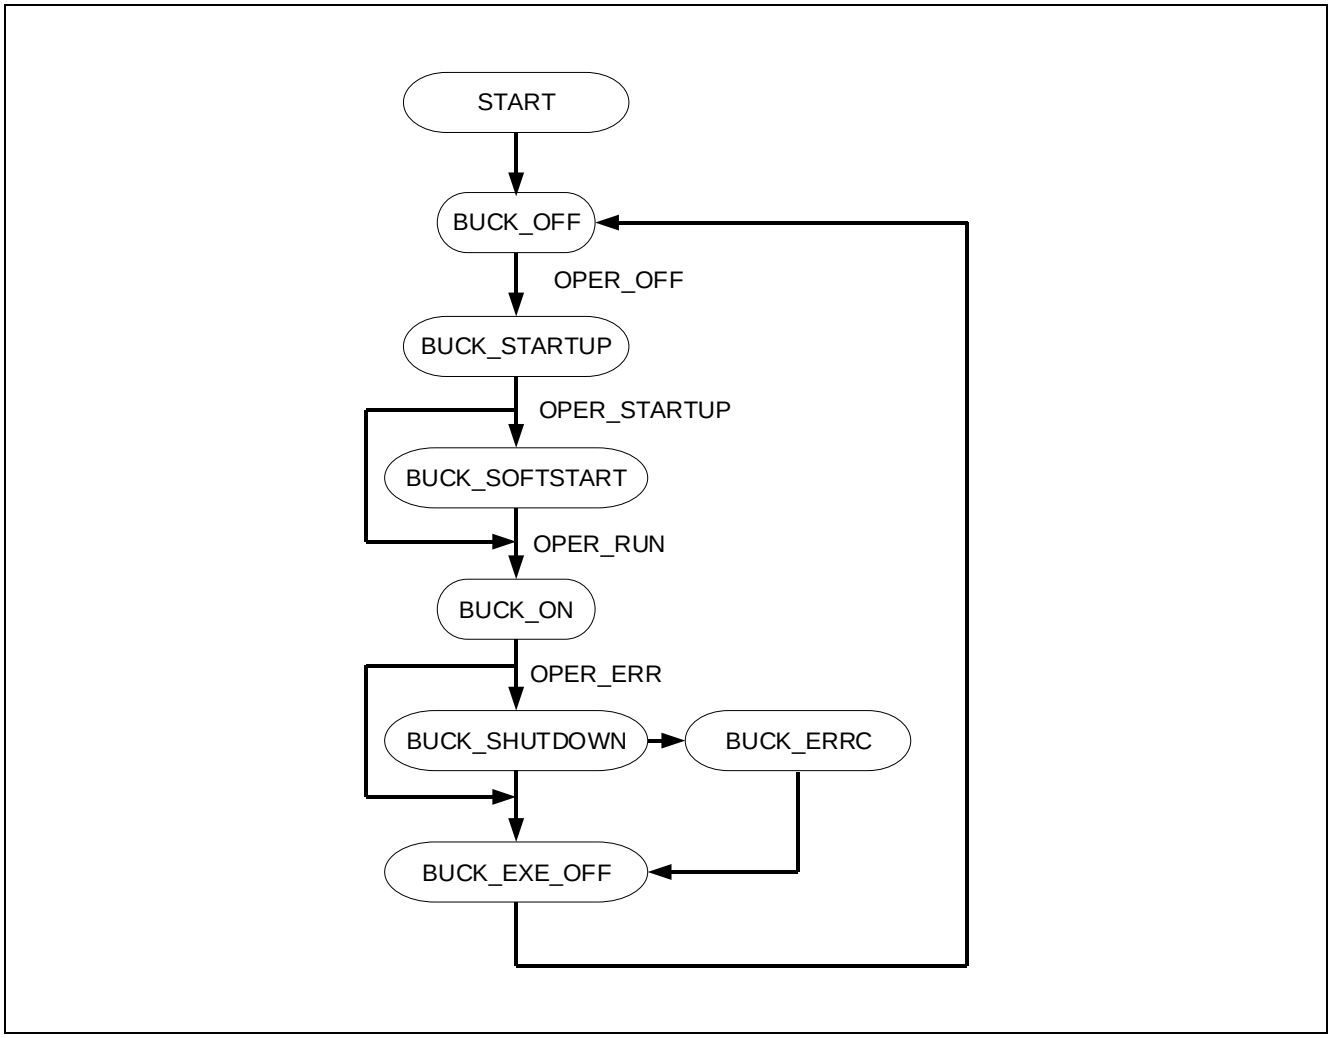

Figure 5. Buck State Machine
1) See buck state machine in **Figure 5**.